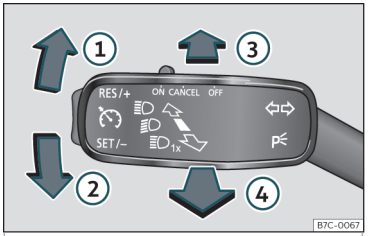

Fig. 89 Palanca de intermitentes y de luz de carretera.
- Desde la posición base, pulse hacia delante la palanca de los intermitentes y luz de carretera ››› **fig. 89** ③. Cuando se muestre el testigo en la pantalla del cuadro de instrumentos, el asistente de la luz de carretera estará conectado.
- **O BIEN:** con la luz de carretera conectada, tire hacia atrás de la palanca de los intermitentes y luz de carretera ››› **fig. 89** ④.